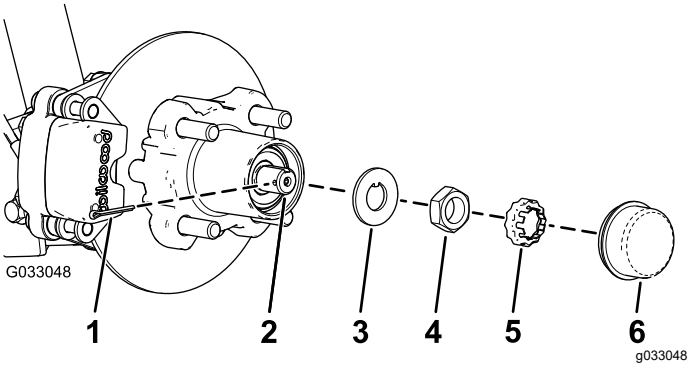
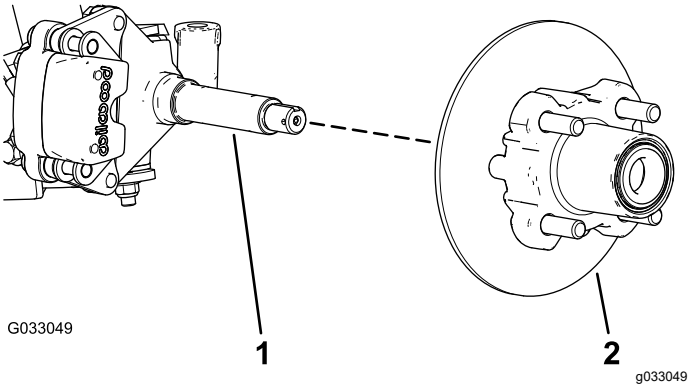

Figur 30
Figur 31
4. Fjern støvhetten fra navet (Figur 30).
5. Fjern hårnålssplinten og holdermutteren fra spindelen og spindelmutteren (Figur 30).
6. Fjern spindelmutteren fra spindelen, og skill navet og rotorenheten fra spindelen (Figur 30 og Figur 31).